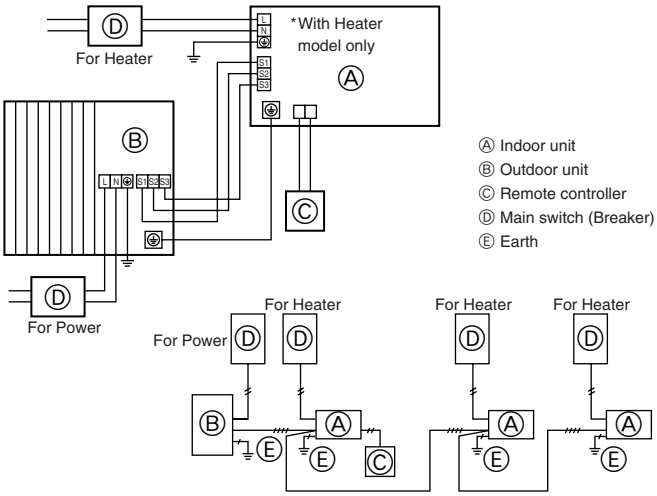

Fig. 6-1
6.1. Outdoor unit (Fig. 6-1, Fig. 6-2)
① Remove the service panel.
② Wire the cables referring to the Fig. 6-1 and the Fig. 6-2.